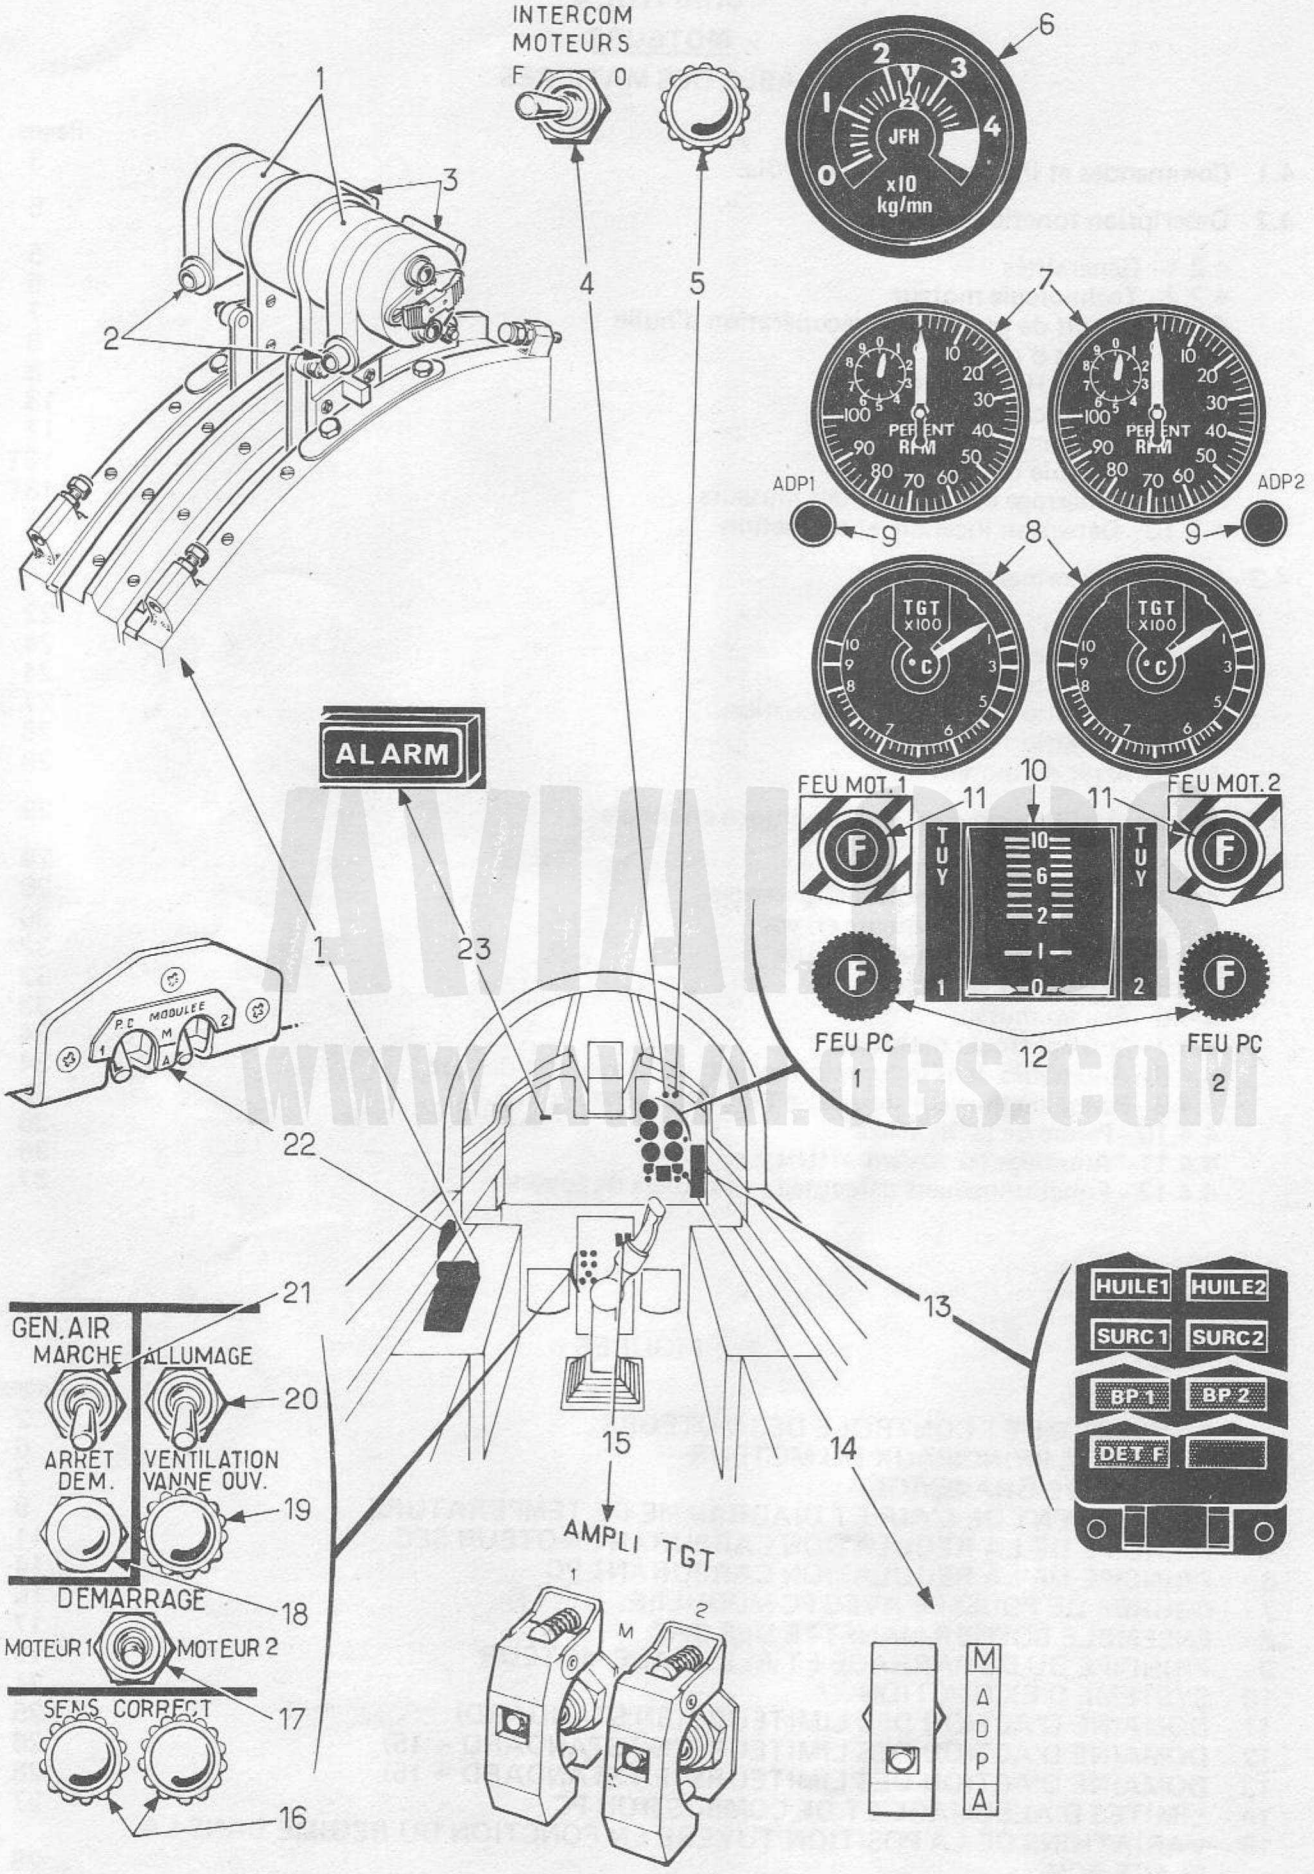

FIGURE 1 - COMMANDES ET CONTROLE DES MOTEURS
4.1 - Commandes et instruments de contrôle (Fig. 1)